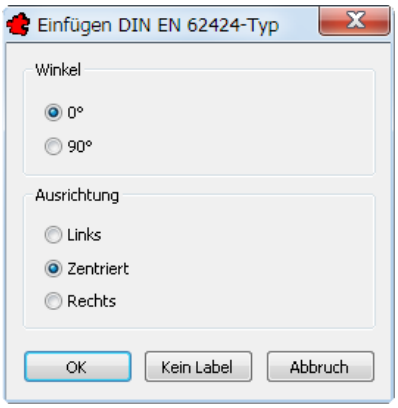

Bild 28.49 – Texteigenschaften für den Typ nach DIN EN 62424
- Wieder wählen Sie *0°* und *Zentriert* (Abb. 28.49).